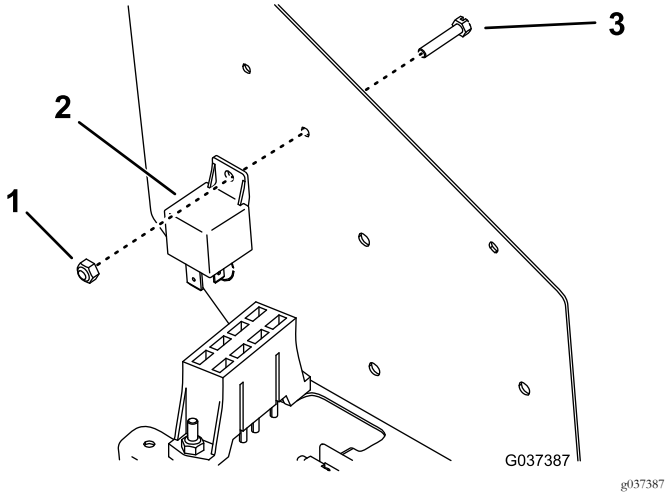

Figur 10
6. Monter effektrelæet til indersiden af kontrolpanelet med en skrue og møtrik (Figur 10).